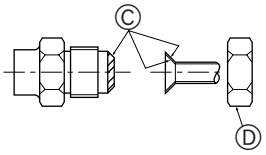

Fig. 5-4
Ⓐ (Fig. 5-4)
Ⓑ (Fig. 5-4)
5.5. Rohranschlüsse (Fig. 5-4)